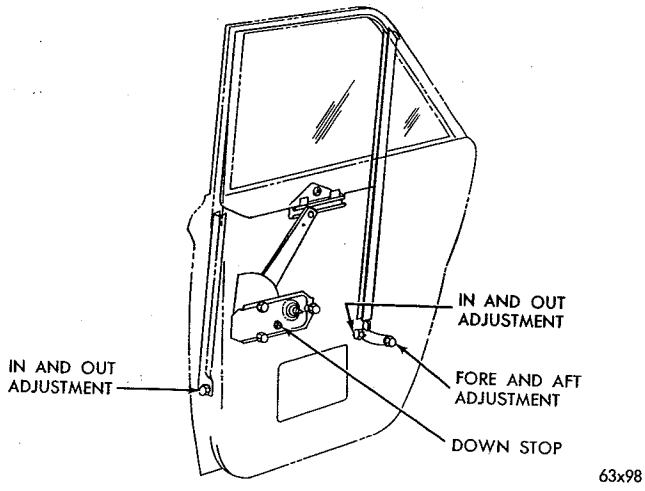

*Fig. 98—Rear Door Glass Adjustments—Valiant*
The front glass run is fixed except for in-or-out adjustment at its lower end. The division channel can be adjusted fore or aft, as well as in or out (Fig. 98).
(1) Loosen window track adjusting nuts (Fig. 98) and remove glass from run channels.
(2) Remove regulator arm from lift bracket channel.
(3) Remove glass from door.
(4) Remove lift bracket from glass.